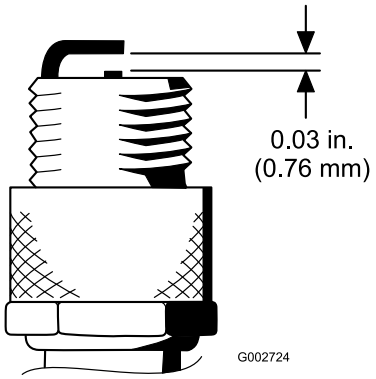

Figur 43
4. Indstil gnistgabet mellem midten og siden af elektroderne til 0,76 mm (Figur 43).